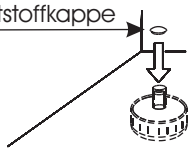

Abb. 6
4. Richten Sie das Möbel durch drehen der Sockelgleiter aus. Stirnseitig positionierte Gleiter werden von außen mit der Hand gedreht. (Abb. 4) Die innenliegenden Gleiter können von Innen mit einem Sechskantschlüssel ausgerichtet werden. (Abb. 5) Falls die innenliegenden Bohrungen sichtbar sein sollten, werden Sie mit einer Abdeckkappe verschlossen. (Abb. 6)